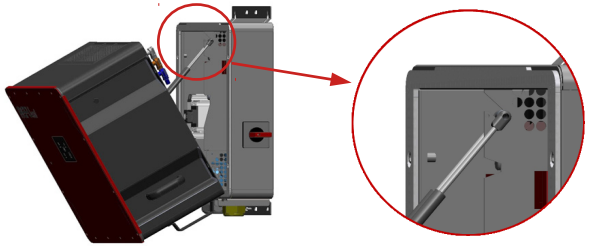

Fig. 32: Einhängen des Hydraulikdämpfers in die Aussparung der ConnectionBox bei vertikaler Montage
3. Eine Person sollte die PowerUnit halten, während die zweite Person den Hydraulikdämpfer in die Aussparung der ConnectionBox einhängt (siehe Abbildung 32).